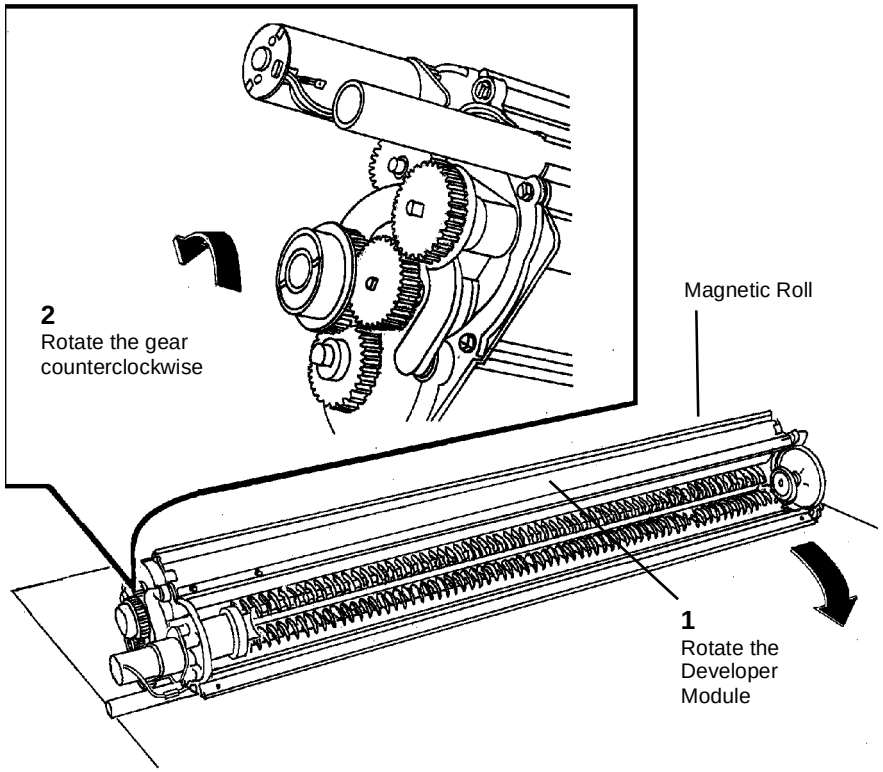

**Figure 2 Dumping the Developer Material**
4. (Figure 2): Dump the Developer Material.